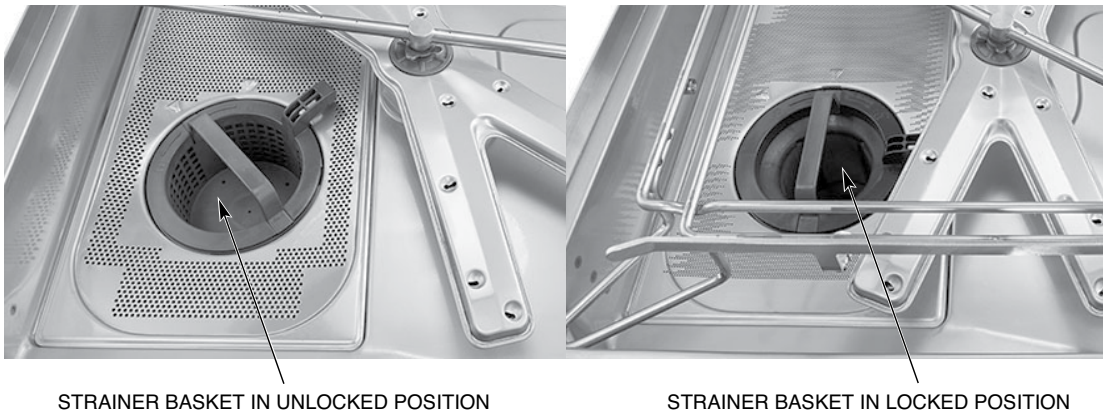

Fig. 19
NOTE: When installing the strainer basket, ensure the basket is in the 'locked' position (Fig. 19).
4. Replace strainer pan and strainer basket in machine and ensure basket is in the locked position (page 23, Fig. 19).